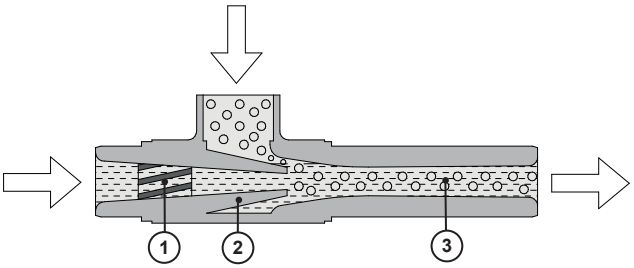

Abb. 1: Aufbau des Injektors
Das nach Skizze in Abb. 1 „Aufbau des Injektors“ auf Seite 9 durch den Drallkörper (1) in Rotation versetzte Wasser tritt mit hoher Geschwindigkeit aus der Düse (2) und weitet sich in Folge der Fliehkraftwirkung des sich drehenden Strahls auf einen größeren Durchmesser auf. Dieser Strahl wirkt kolbenartig im gegenüberliegenden Diffusor (3). Das Chlorgas wird von den Wasserteilchen aus dem Vakuum-Raum mitgerissen und im Wasser in Lösung gebracht. Durch das fortlaufend erzeugte Vakuum wird immer mehr Chlorgas nachgesaugt.